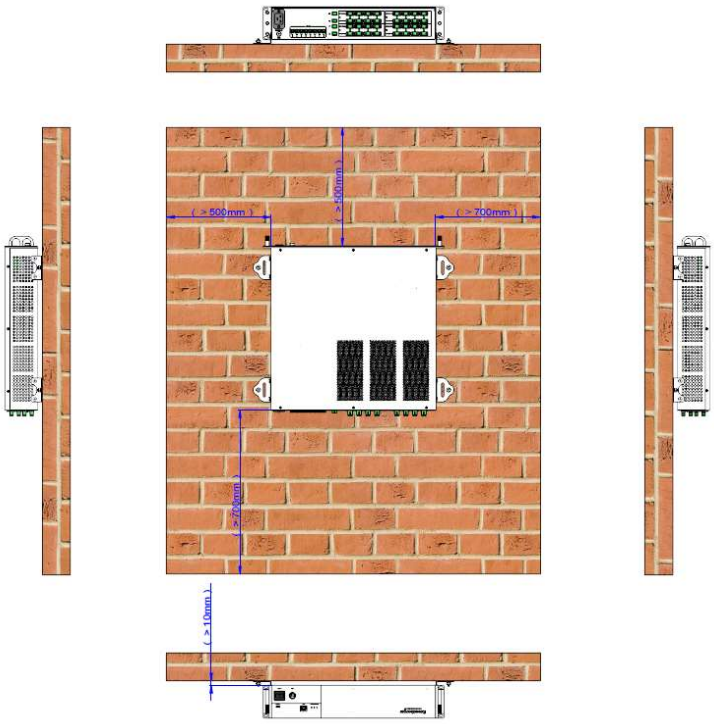

Figure 3-9 Location the holes on the wall
1. Check enough space for front and rear door according to Figure 3-9. and make sure the installation location.